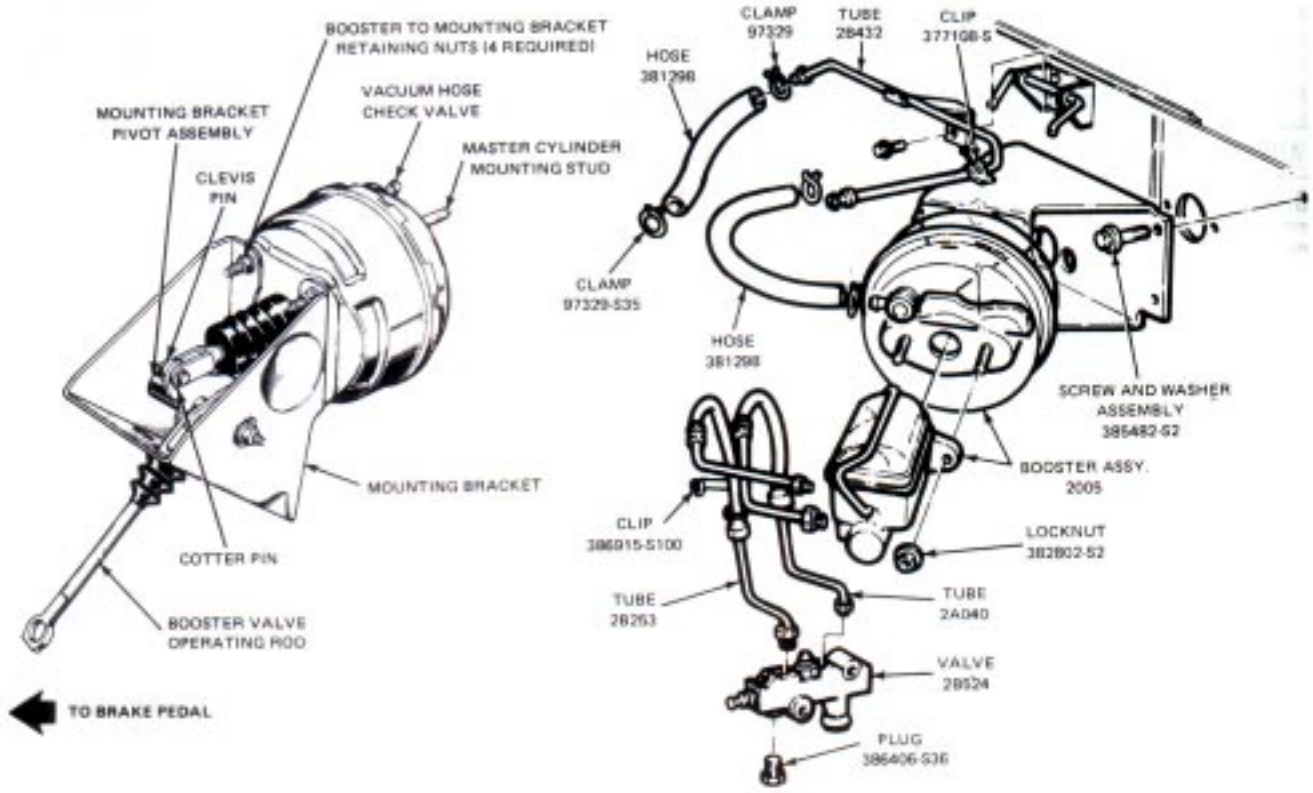

FIG. 3 Bronco Brake Booster Installation
3. Loosen the clamp securing the manifold vacuum hose to the booster and remove the hose, Fig. 3.